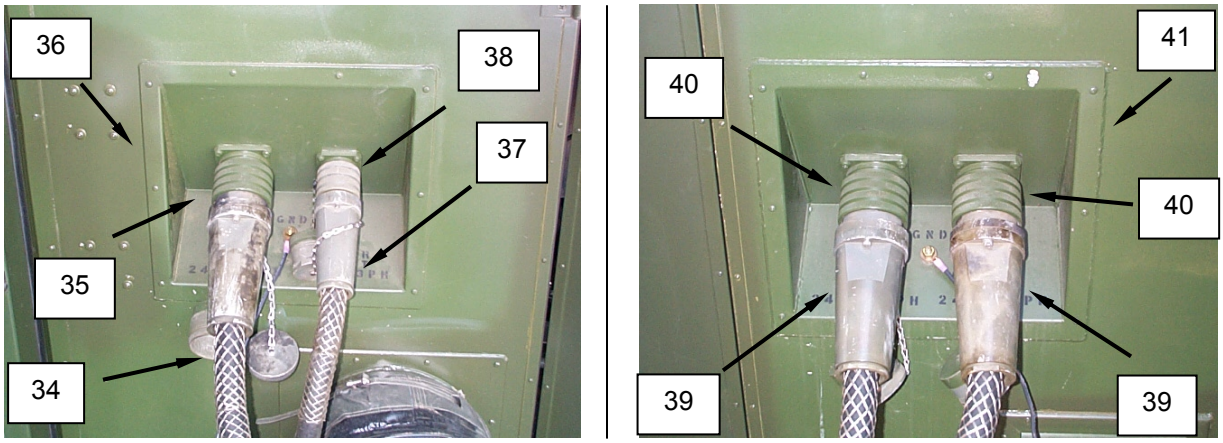

Figure 11. Lay Out and Connect Power Cables.
2. Connect one 50-ft, 100 A cable **(Figure 11, Item 34)** to CBL main power receptacle **(Figure 11, Item 35)** located on power service panel **(Figure 11, Item 36)** at the washer end of the CBL.
3. Connect the TEMPER 50-ft, 60 A power cable **(Figure 11, Item 37)** to the smaller 60 A power outlet **(Figure 11, Item 38)** on the power service panel **(Figure 11, Item 36)**.
4. Connect one 50-ft, 100 A cable **(Figure 11, Item 39)** to each dryer power input receptacle **(Figure 11, Item 40)** on the dryer power service panel **(Figure 11, Item 41)**.